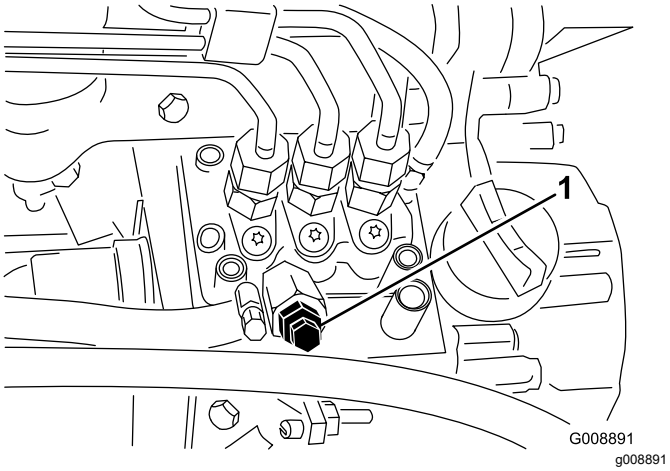

Figur 50
4. Åbn udluftningsskruen på brændstofindsprøjtningspumpen (Figur 50).